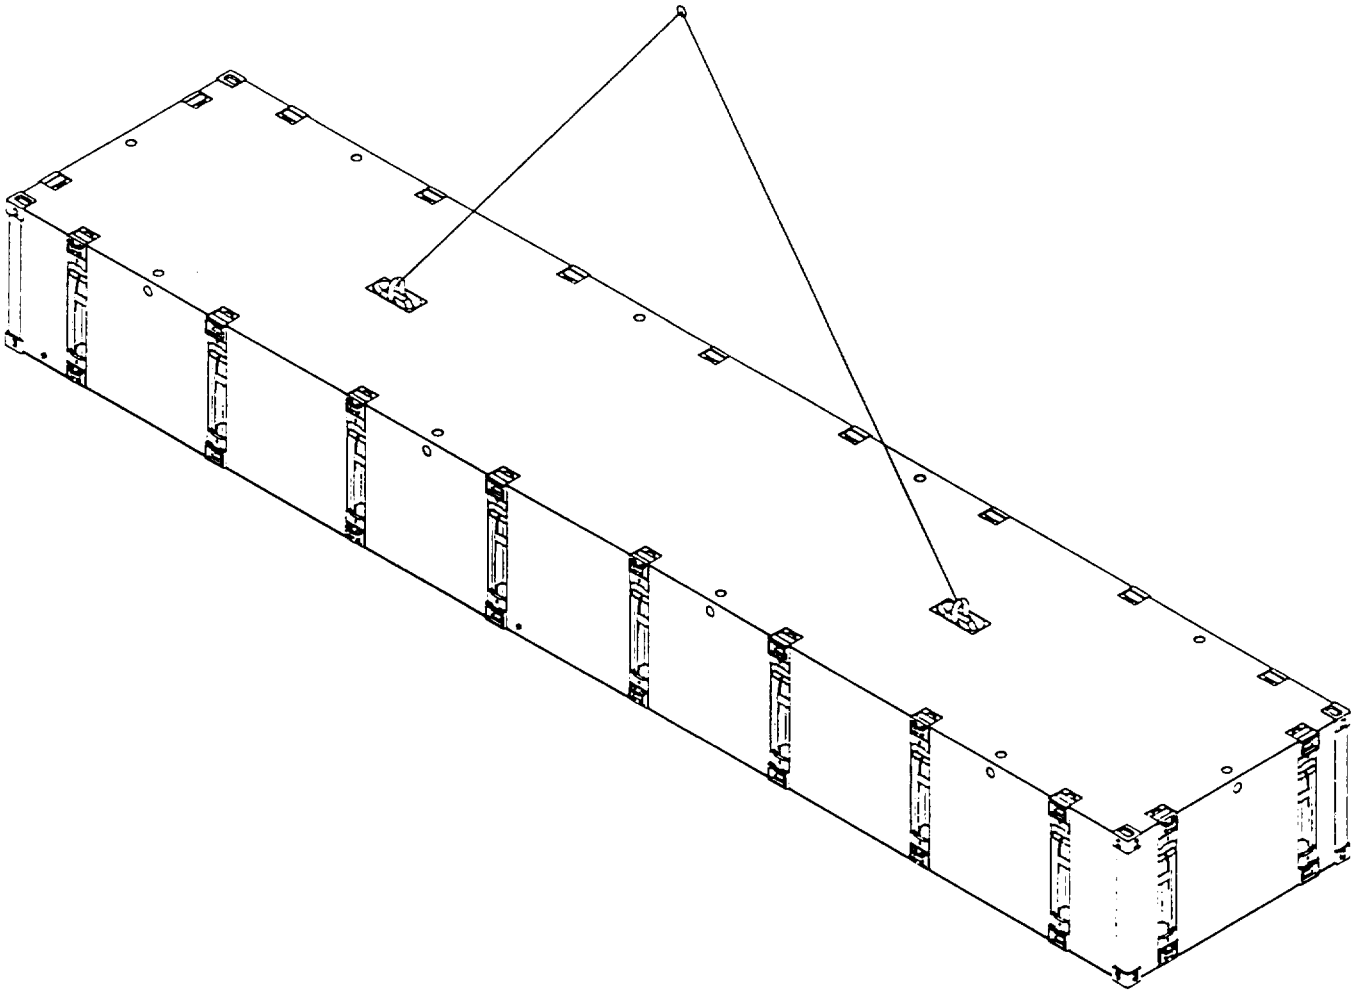

Figure 3-8. Lifting MCF Intermediate Module.
a. A string sling is utilized when lifting the Center Module (Figure 3-8). The string slings consists of a 1 3/8 inch diameter 6 X 37 IWRC two leg, wire rope bridle with a 2-1/4 inch x 8 x 16 inch master link at the lift end. Bridle legs are 14 feet pull to pull, with thimbles at each end. One 22 ton eye hook is at the load end of each leg.